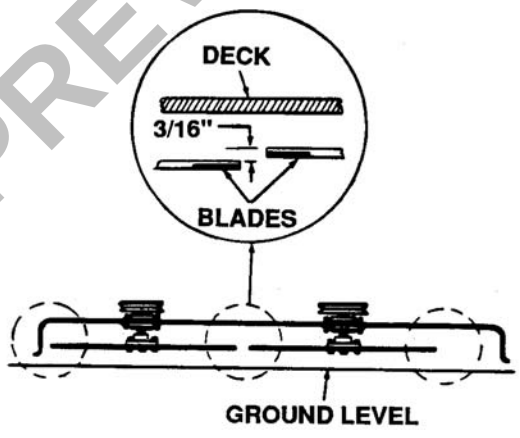

Figure 12-1. Blade Alignment
b. Check the blade alignment by measuring from the ground (or flat surface) to tip of blade, rotate blade and check each end. See Figure 12-1.